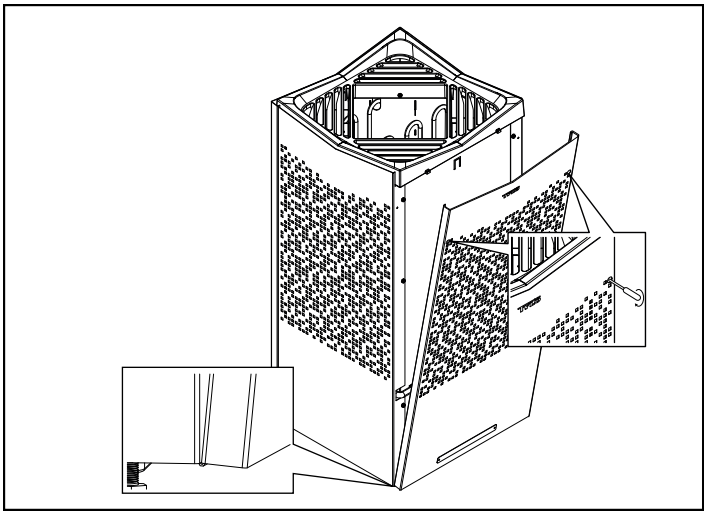

Fig 10: Montera på front
7. Haka tillbaka front och skruva fast den (se fig 10).